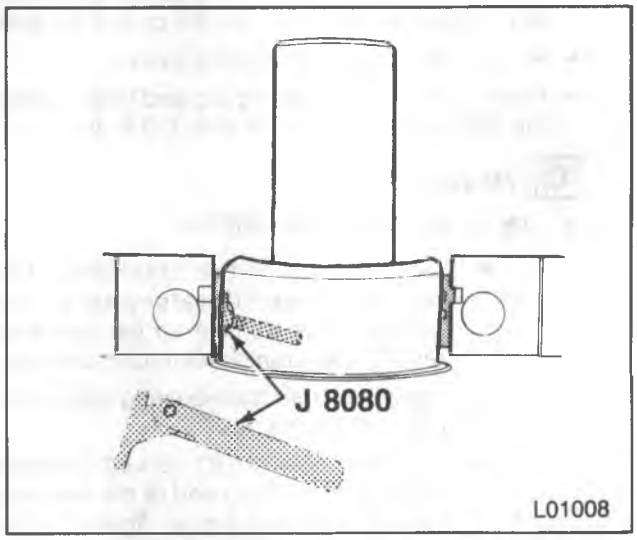

Figure 26—Removing the Main Bearing
Remove or Disconnect (Figure 26)
- Insert J 8080 into the crankshaft oil hole (figure 26).
Install or Connect (Figures 26 and 27)
- Insert tool J 8080 into a crankshaft main bearing oil hole (figure 26).